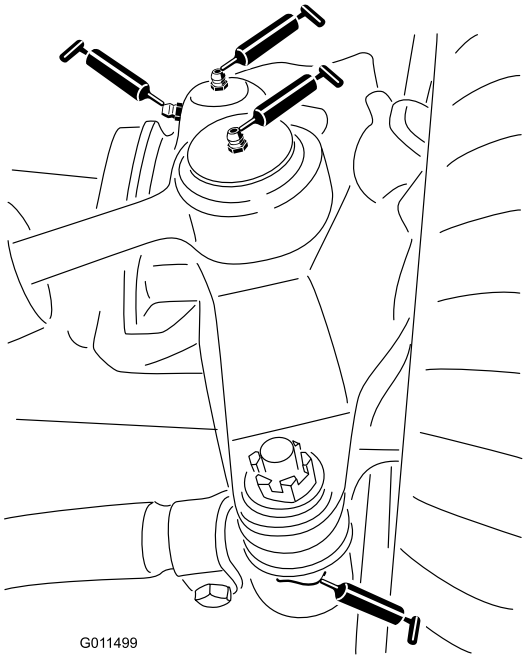

Figura 40
- Rótulas do cilindro de direcção (2) (Figura 40)
- Rótulas esféricas da barra de ligação (2) (Figura 40)
- Buchas do pino principal (2) (Figura 40)